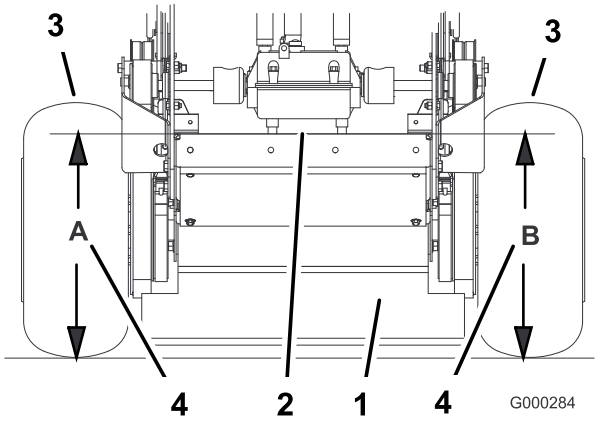

Figur 53
4. Mät motordäckets höjd vid punkt **A** (Figur 53).
5. Mät motordäckets höjd vid punkt **B** (Figur 53).